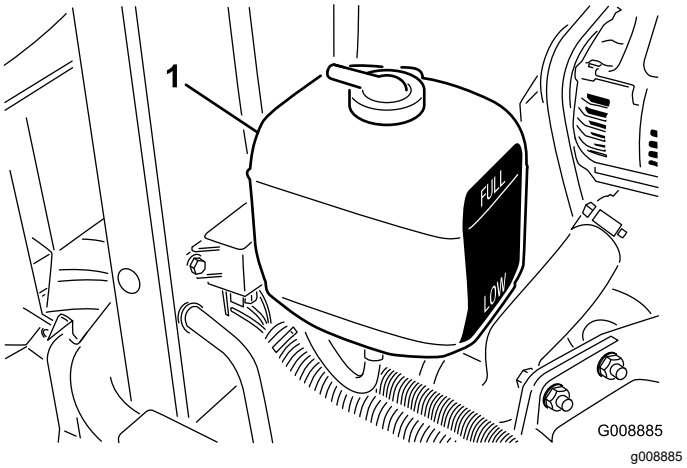

Figur 29
2. Kontroller kølervæskestanden i ekspansionsbeholderen (Figur 29). Med en kold motor skal kølervæskestanden være ca. midt imellem mærkerne på siden af beholderen.